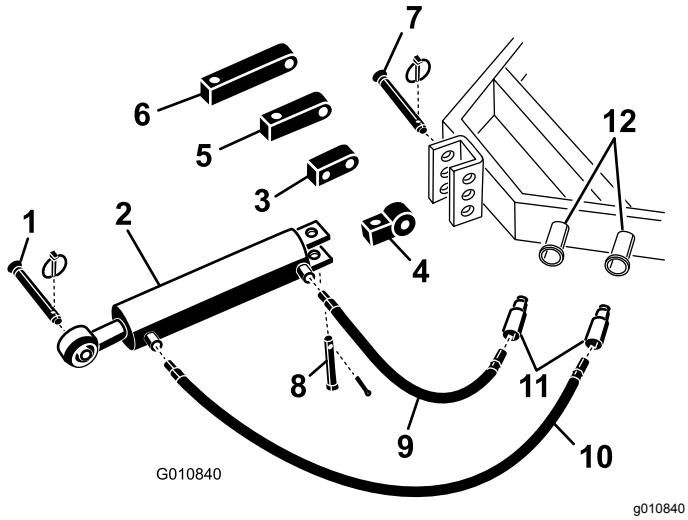

Figuur 5
1. Bevestig het uiteinde van de hydraulische bovenste schakel aan de tractie-eenheid met behulp van de pennen die bij de tractie-eenheid zijn geleverd (Figuur 5).
Opmerking: Als u de hydraulische cilinder moet plaatsen met de poorten naar boven gericht, gebruik dan het draaiblok in plaats van het standaard montageblok om de cilinder te herplaatsen (Figuur 5). U mag de hydraulische 90°-fitting gebruiken in plaats van het draaiblok (90°-fittings worden niet meegeleverd).
A. Verwijder de borgpen en pen waarmee het standaard verbindingsstuk aan de cilinder is bevestigd (Figuur 5). Verwijder het verbindingsstuk van de cilinder.
B. Monteer het draaiblok op de cilinder met de pennen die u eerder hebt verwijderd (Figuur 5).
2. Sluit de lange hydraulische slang van 106 cm aan op de poort van de bovenste hydraulische schakel die zich het dichtst bij de beluchter bevindt Figuur 5. Breng schroefdraadafdichtingstape of afdichtingsmiddel aan op de draaduiteinden van de slangen om lekken te voorkomen.
3. Sluit de korte hydraulische slang van 76 cm aan op de poort van de bovenste hydraulische schakel die zich het dichtst bij de tractie-eenheid bevindt (Figuur 5). Breng schroefdraadafdichtingstape of afdichtingsmiddel aan op de draaduiteinden van de slangen om lekken te voorkomen.
Als de hydraulische cilinder de montagebeugel van de beluchter niet bereikt, gebruik dan een verlengblok in plaats van het standaard montageblok om de cilinder aan de tractie-eenheid te bevestigen (Figuur 5).
B. Monteer een verlengblok met de gewenste lengte aan de cilinder met de pennen die u eerder hebt verwijderd (Figuur 5).